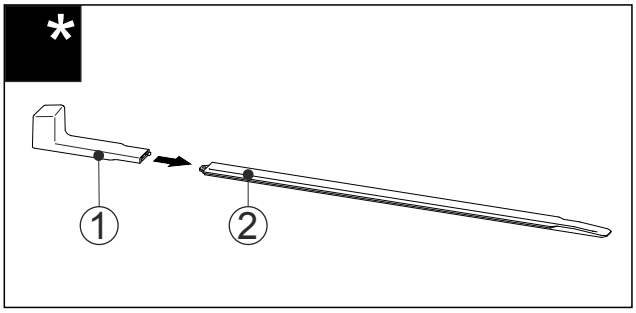

Fig. 54
▶ Montážní úchyt *Fig. 54 (1)* připevněte k nivelační liště *Fig. 54 (2)*.